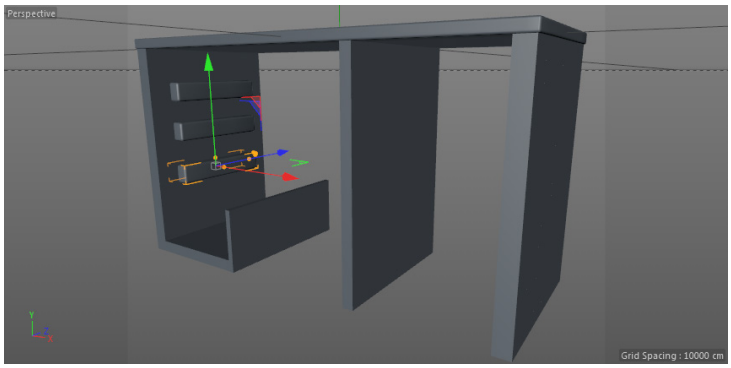

Figure 3-23 *Left side positioned in the Perspective viewport*
15. Select *Cube.1*, *Cube.2,* and *Cube.3* using the CTRL key in the Object Manager. Next, press ALT+G; the *Null* object is added to the Object Manager. Rename it as **left side**. Figure 3-23 displays *left side* positioned in the Perspective viewport.